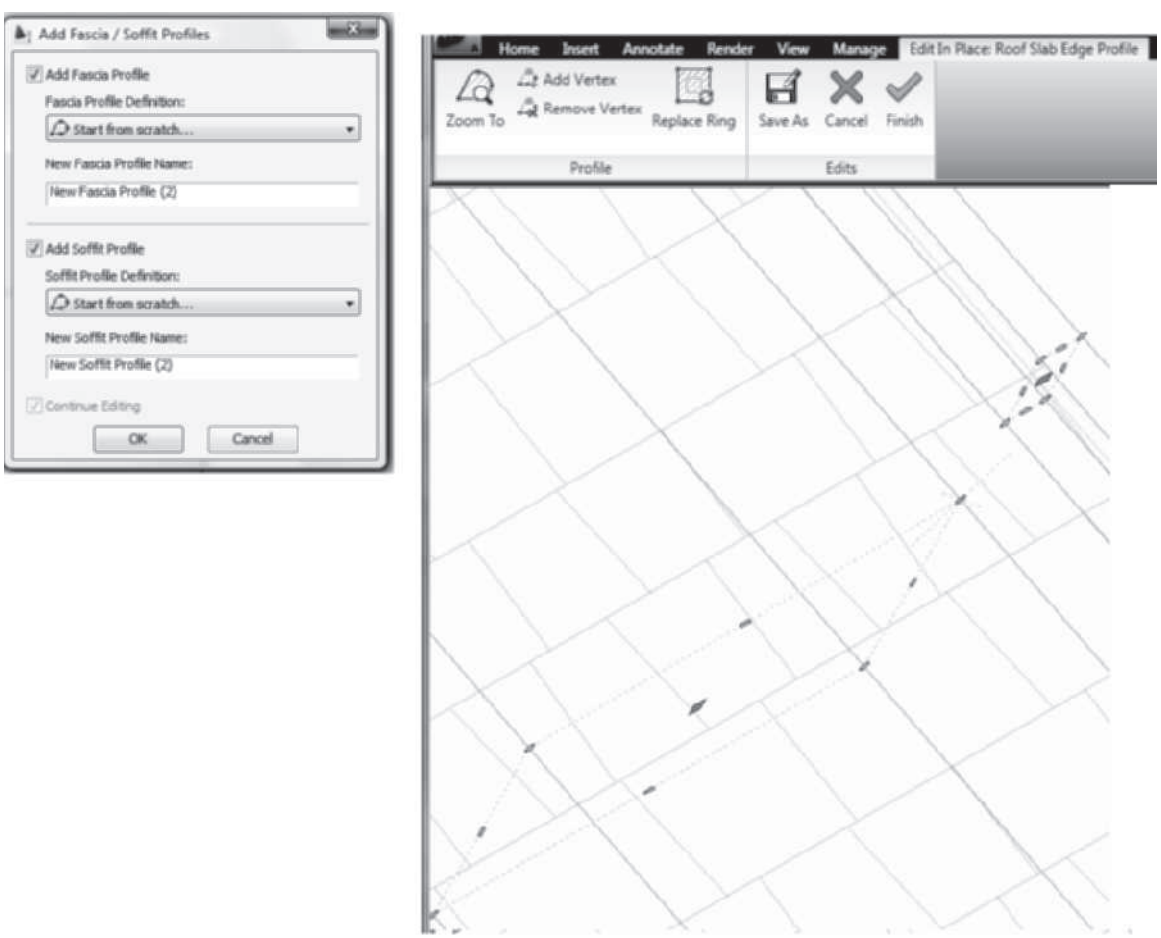

FIGURE 7.58 *Add Fascia/Soffit Profiles dialog box and In-Place Edit of profile*
4. Click **OK** to dismiss the Edit Roof Slab Edges dialog box and open the **Add Fascia/ Soffit Profiles** dialog box. Select a profile from the drop-down lists of profile definitions or choose **Start from Scratch** as shown in Figure 7.58. You can type a name in the **New Fascia Profile Name** field to specify a name for the new profile. The content of this dialog box is dependent upon the profiles defined for the edge.
5. Click **OK** to dismiss the Add Fascia / Soffit Profiles dialog box, and the Edit **In-Place: Roof Slab Edge Profile** tab is displayed as shown at the right in Figure 7.58.
7. Select a grip on the profile and stretch the grip to a new location, or choose one of the following from the Profile panels: **Add Vertex**, **Remove Vertex**, or **Replace Ring** as shown in Figure 7.58.